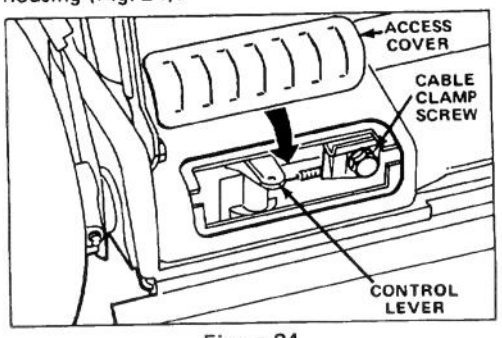

Figure 24
2. Remove access cover from rear of mower housing (Fig. 24).
4. ADJUSTMENT (Fig. 24) – Loosen cable clamp screw until cable conduit slides. Push shift lever toward cable clamp screw. Push cable to the right to remove slack and tighten clamp screw.
5. Remove screen panel and access cover on mower housing and clean around gear box and blade brake mechanism (Fig. 24 & 25).